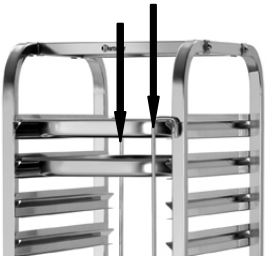

**Afb. 4**
- Plaats de geschikte bakken volgens de behoeften in de geleiderinrichtingen en beveilig de bakken aan de voor- en achterzijde met de bakbeveiligingen, waarbij je deze een beetje omhoogtrekt en voor de bakken klapt (**Afb. 4**).